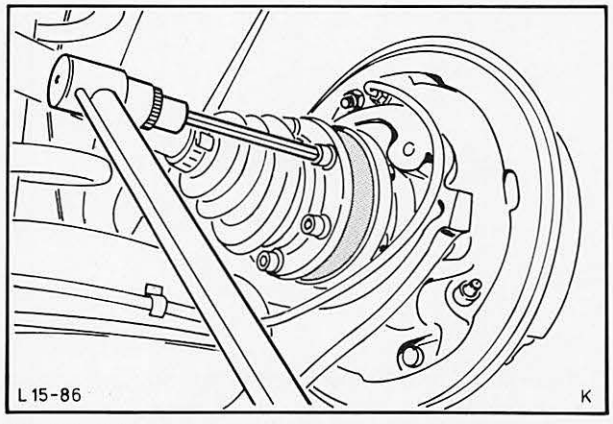

Abb. 153 Schrauben – Hinterachswelle mit vorgeschriebenem Drehmoment festziehen
11. Hinterachswelle am Antriebswellenstumpf ansetzen, Innensechskantschrauben (mit Unterlegplatten) eindrehen und mit vorgeschriebenem Drehmoment festziehen, Abb. 153. Fahrzeug ablassen.